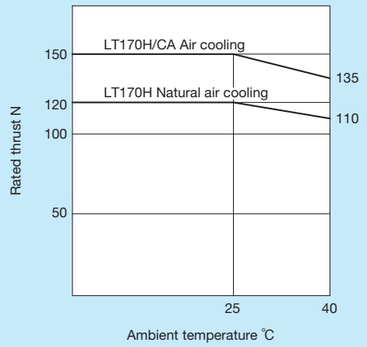

Fig. 12 Rated thrust characteristics of LT170H
(2) In the case where the unit is fixed on a steel-made cradle under ambient temperature of 0 to 25℃. For more information, please see Fig. 12 on page Ⅱ-294.
(3) This is under air flow rate of 30NL/min.
(4) For the speed exceeding 1,500mm/s, please contact IKO.
(5) This speed may not be reached depending on the max. output frequency of the controller used.
(6) When the temperature of the product is constant.